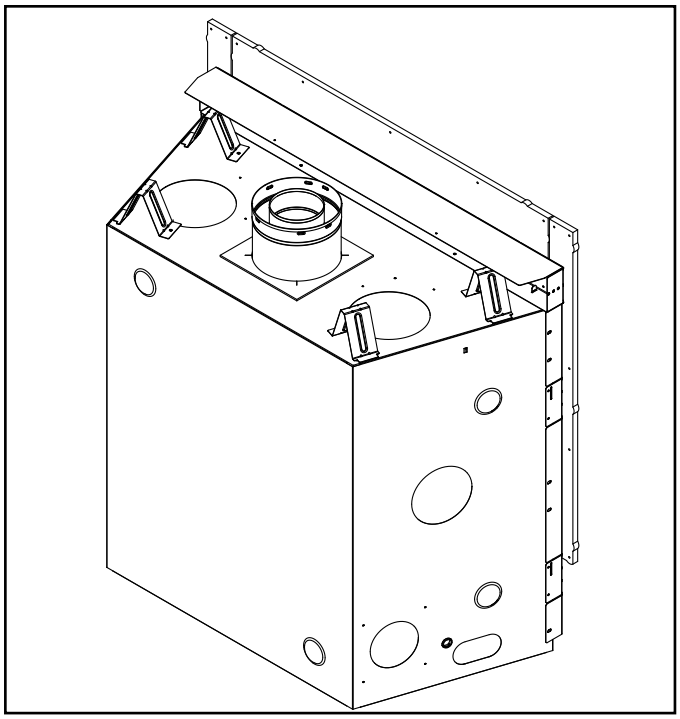

Figure 6.4 JADE32IN-B - Shipping Support and Seal Cap Removed
2. Remove and discard seal cap. See Figure 6.4.